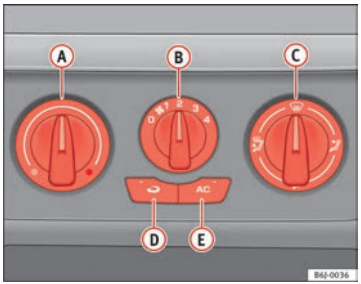

Fig. 102 Air conditioning controls on the dash panel
– Using the controls ⇒ Fig. 102 (A) and (C) and with the switch (B) you can adjust the temperature, the air distribution and the blower speed.
– To switch a function on or off, press the appropriate button (D) or (E). When the function is activated, a red warning light on the button is turned on.
– Close outlets (3)
– Open and turn outlets (4) towards side windows.